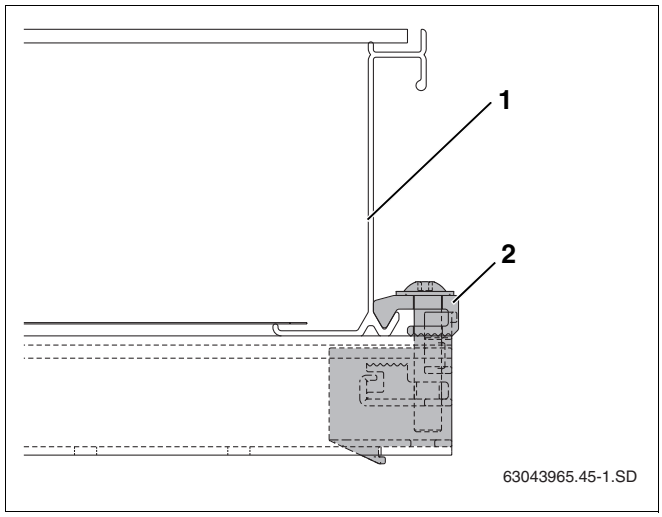

Afb. 47 Vastgeschroefde enkelzijdige collectorspanner
- Schuif de collector (afb. 47, **pos. 1**) voorzichtig tegen de enkelzijdige collectorspanner en positioneer hem horizontaal.
- Schroef de enkelzijdige collectorspanner vast met een sleutel SW5 (afb. 47, **pos. 2**).
De klembeugel (afb. 47, **pos. 2**) van de collectorspanner grijpt nu in de onderste collectorzijde.